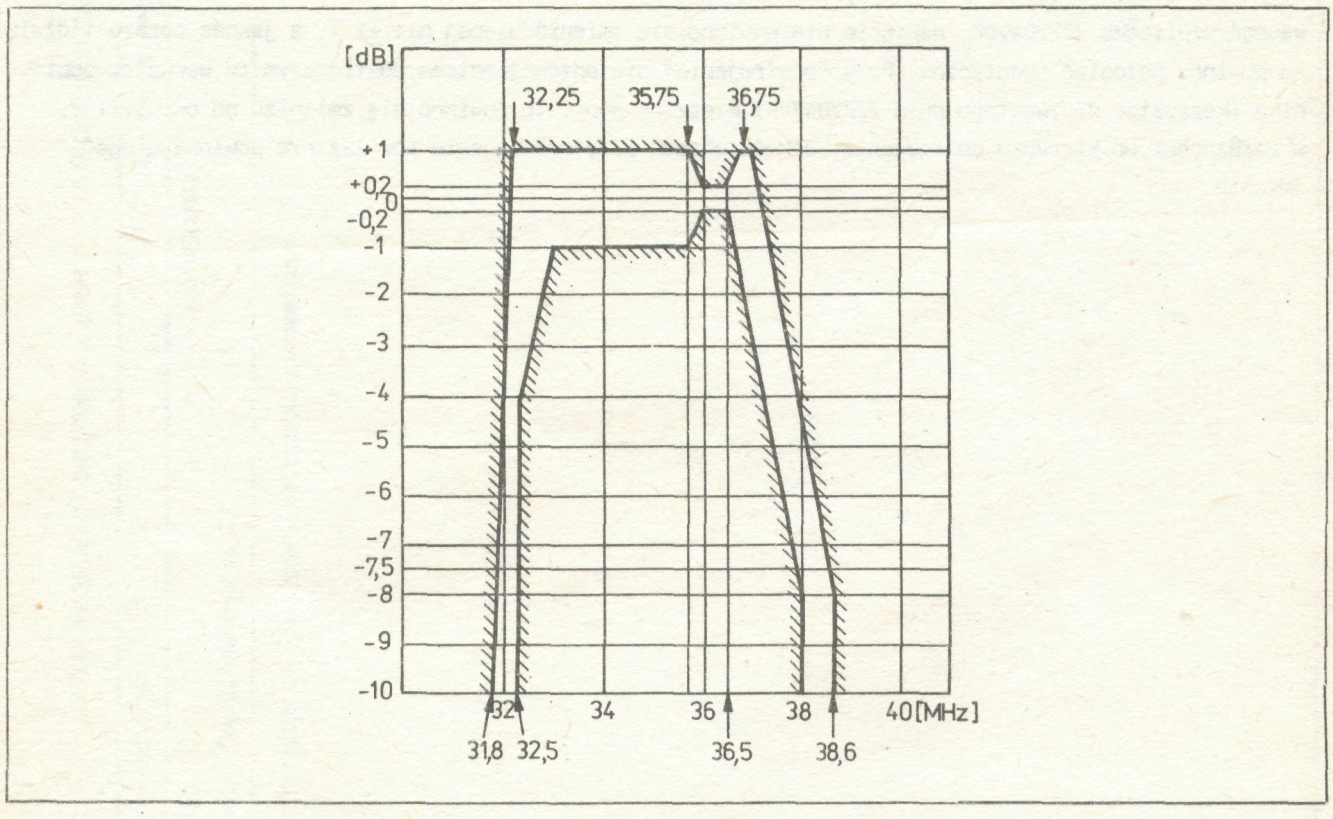

Rys. 1. Łączna charakterystyka modułu MP2007 i MG2012
- w przypadku otrzymania charakterystyki nie mieszczącej się w polu tolerancji (rys. 1), należy przeprowadzić następującą korektę w module MP2007 (rys. 3):